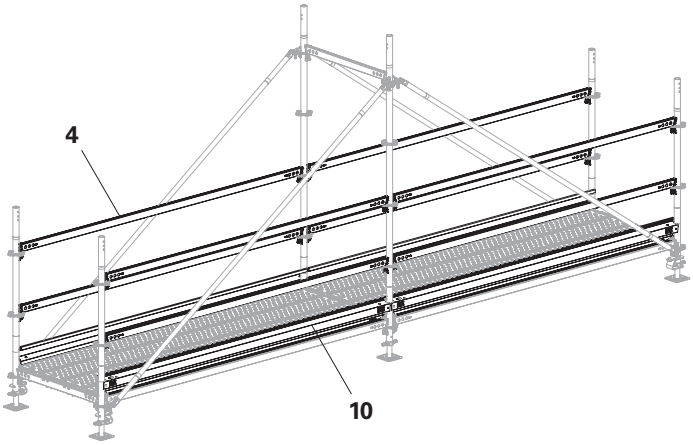
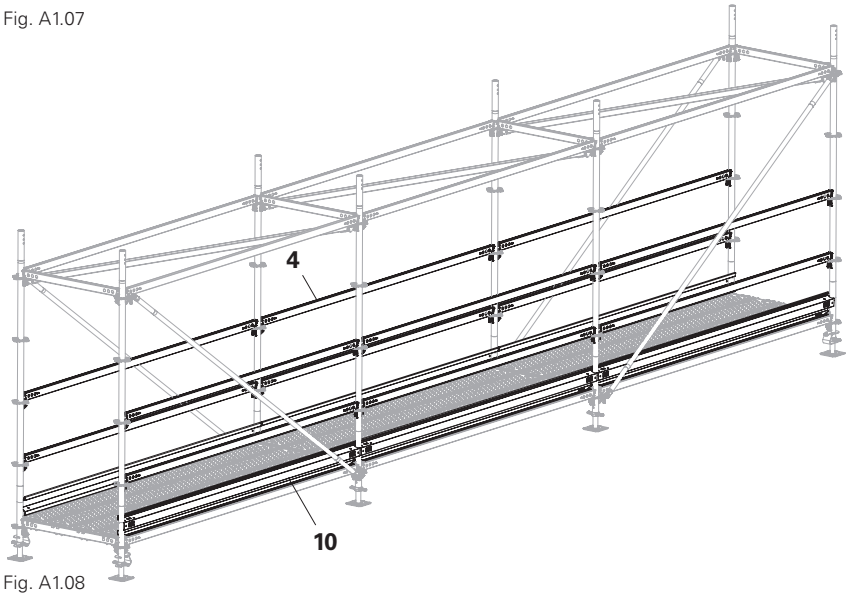

Fig. A1.07
Fig. A1.08
2. Fit Toe Board UPY (**10**). (Fig. A1.07, Fig. A1.08)